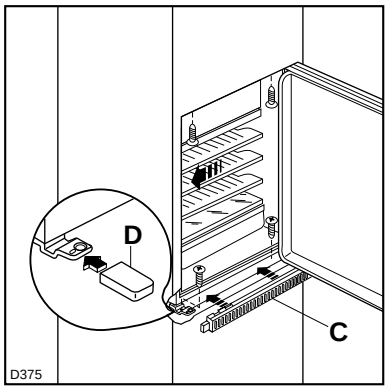

Fig. 3
Appliquez la grille d'aération (C) et le couvre-charnière (D - Fig. 3).